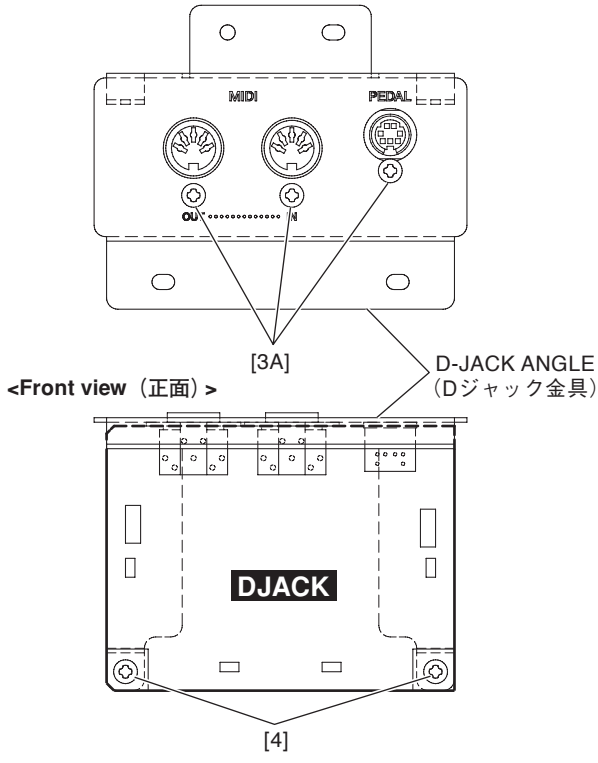

Fig. 4（図4）
4-3 Remove the three (3) screws marked [3A] and the two (2) screws marked [4]. The DJACK circuit board can then be removed from the D-JACK angle. (Fig. 4)
4-3 [3A] のネジ 3 本と [4] のネジ 2 本を外して、D ジャック金具から DJACK シートを外します。(図 4)